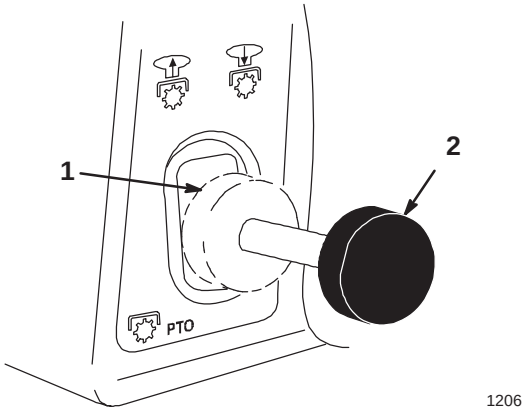

Abbildung 18
2. Das Mähwerk einkuppeln (Position “ON”) (Abb. 18).
2. Das Mähwerk auskuppeln (Abb. 18).